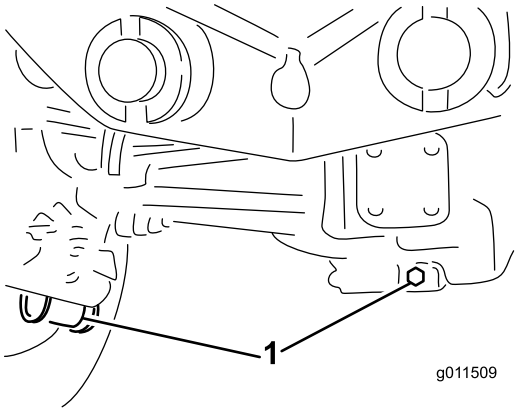

Figur 69
2. Gör rent runt de tre avtappningspluggarna; en på varje ände och en i mitten (Figur 69).